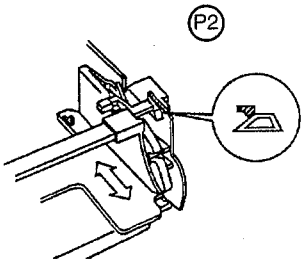

*fig. 5b*
- Die Hebel (P2) wie in Abb.5b dargestellt positioneren, bevor der obere Teil wieder aufgesetzt wird (Abb.5c).
- Position the levers as shown in figure 5b before fitting the top unit (figure 5c).